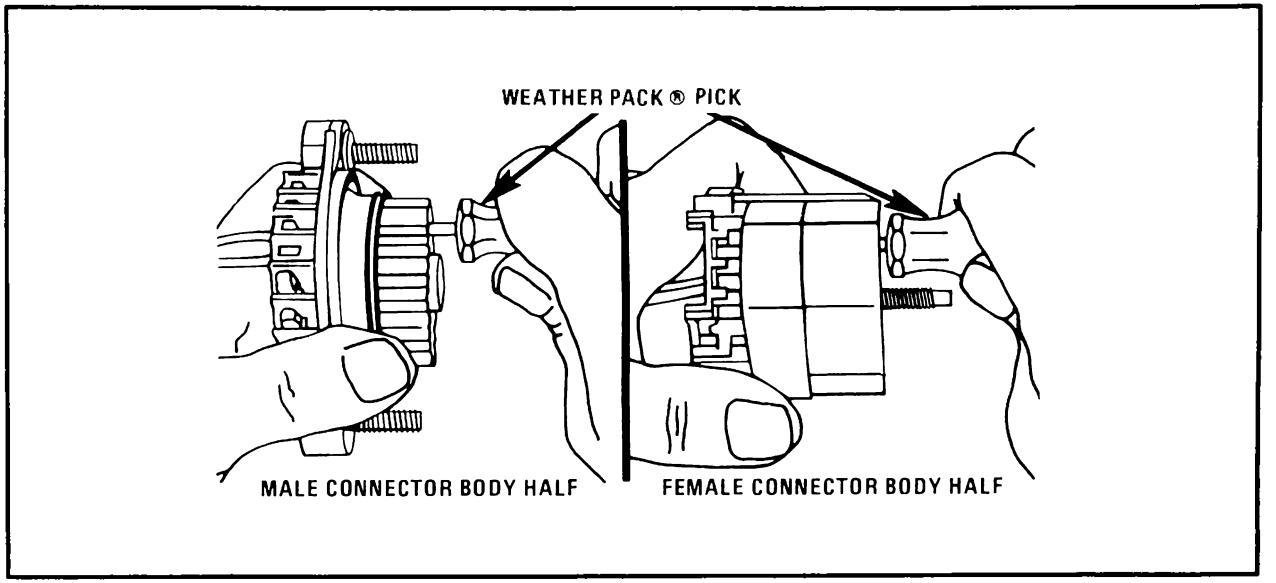
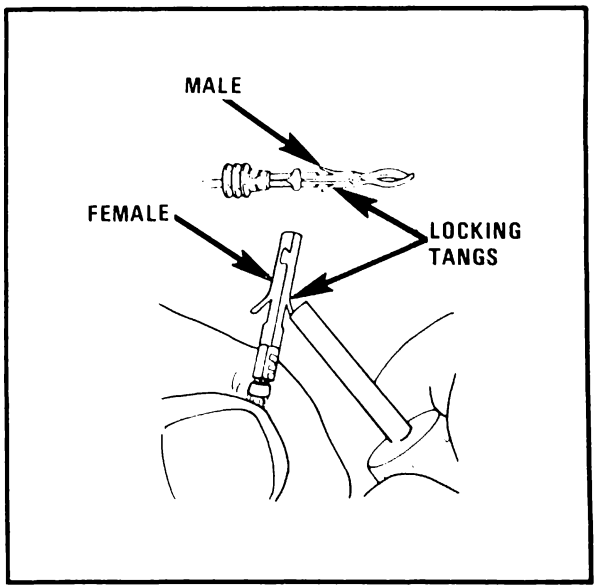

Figure 25 - Releasing the Terminal Locking Tangs (Large Connector)
Figure 27 - Re-Forming the Locking Tang
— Push the hollow cylinder of the pick into the terminal cavity from the front until it stops (see Figures 25 and 26). The pick should surround the terminal (see Figure 27 for drawings of locking tangs).
- Use the pick (J28742-A or the equivalent) to bend the locking tang back into its original shape (see Figure 27). Also, check to see that the remainder of the terminal is still in its original shape. (See Step Six for instruction in inserting the lead).
Before inserting the lead, make certain that the terminal is correctly shaped (see Figure 27). Then, gently insert the lead from the back. The terminal should stop or "catch" about halfway through the connector body. Gently push back and forth on the lead to be sure the terminal is held in place in both directions. If the terminal easily pushes or pulls out, review Step Four: "Re-Form the Locking Tang."